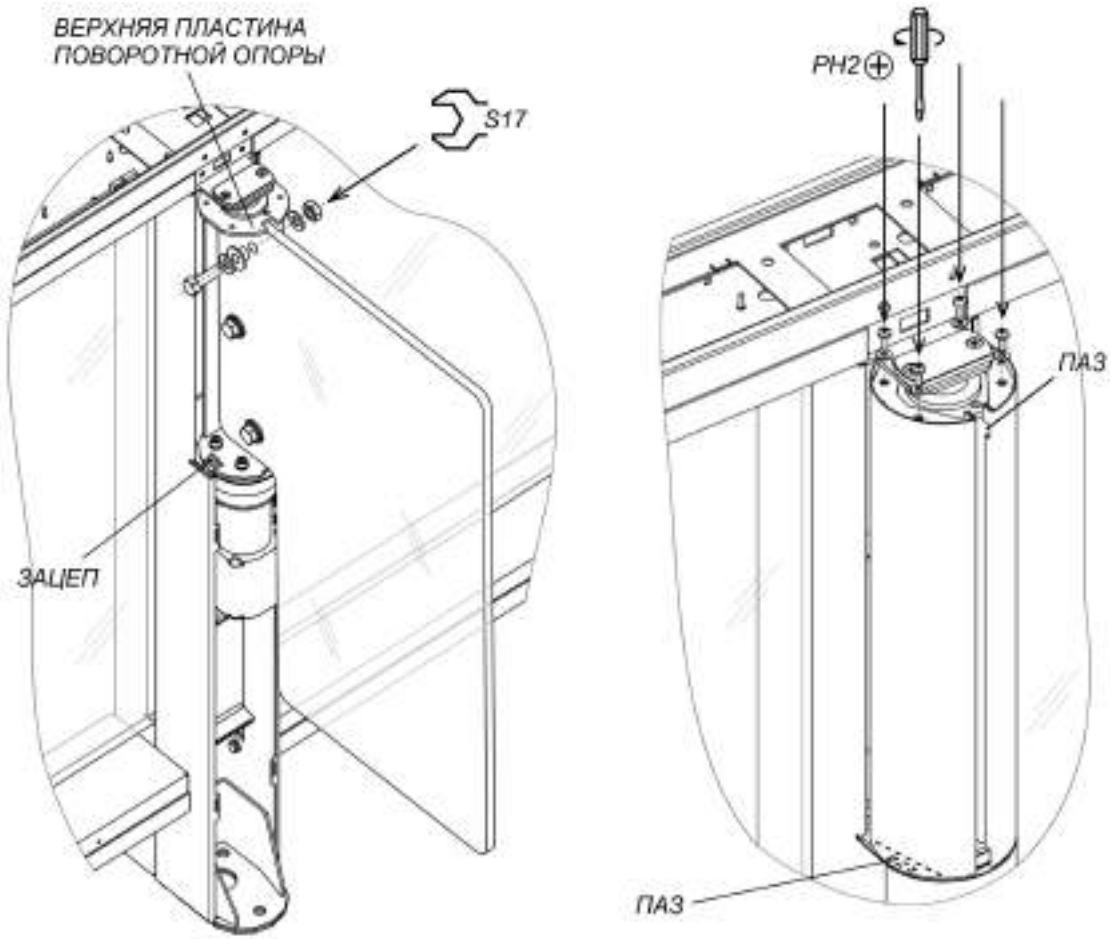

Рисунок 22. Створка и кожух створки
22. Распакуйте стеклянные створки (1) и произведите их монтаж (рис. 22, разд. 8.9.3).
23. Установите кожухи створок (4) из комплекта принадлежностей (рис. 22, разд. 8.9.4).
Снятие или установку створки производите вдвоем. Створка к поворотной опоре крепится в трех местах при помощи болтов М10×30, шайб 10, втулок пластиковых и гаек М10 (см. рис. 22). Используйте рожковые ключи S17.
2. Смонтируйте одну из частей кожуха на поворотную опору створки. Для этого оденьте кожух на верхнюю пластину поворотной опоры через пазы в верхней части кожуха, после чего сдвиньте кожух вниз до конца, введя нижний паз кожуха в зацеп, расположенный в нижней части поворотной опоры (см. рис. 22).